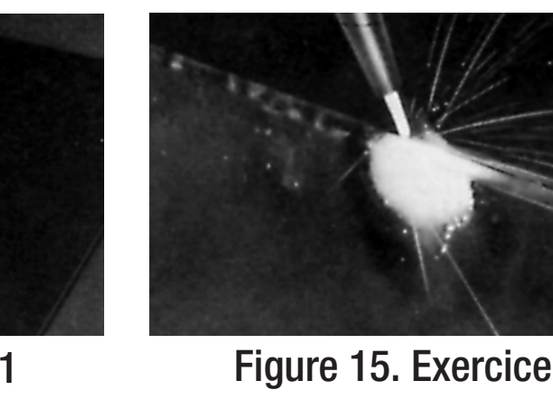

Figure 15. Exercice 2
1. Préparez deux pièces d'acier de 1/8 de pouce comme illustré dans la figure 15.